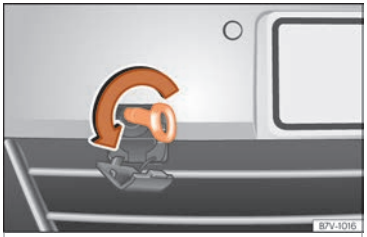

Fig. 105 On the right-hand side of the front bumper: screw the anchorage.
The location for the removable towline anchorage is on the right-hand side of the front bumper ››› **Fig. 105**.
- Screw in the towline anchorage into its position **anticlockwise** as far as it will go ››› **Fig. 105** ››› ❶. Use a suitable tool to firmly tighten the towline anchorage in its location.